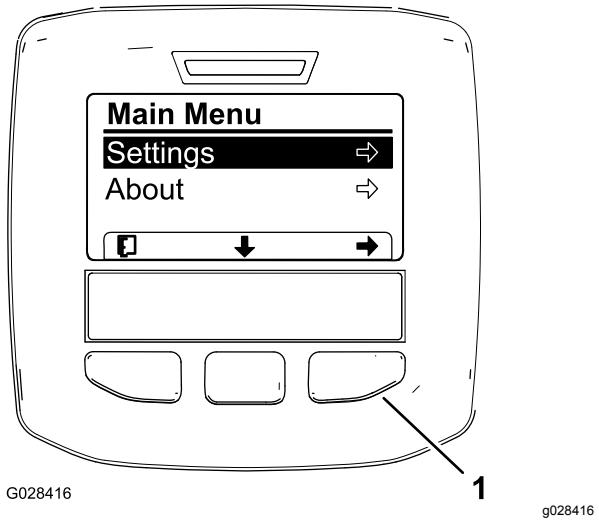

Figur 62
3. Trykk på den midtre valgknappen for å åpne hovedmenyen (Figur 62).
5. Trykk på venstre valgknapp for å lagre valget/valgene, avslutte innstillingsmenyen og gå tilbake til hovedmenyen (Figur 62).
9. Trykk på venstre valgknapp for å avslutte innstillingsmenyen og gå tilbake til hovedmenyen (Figur 62 og Figur 64).